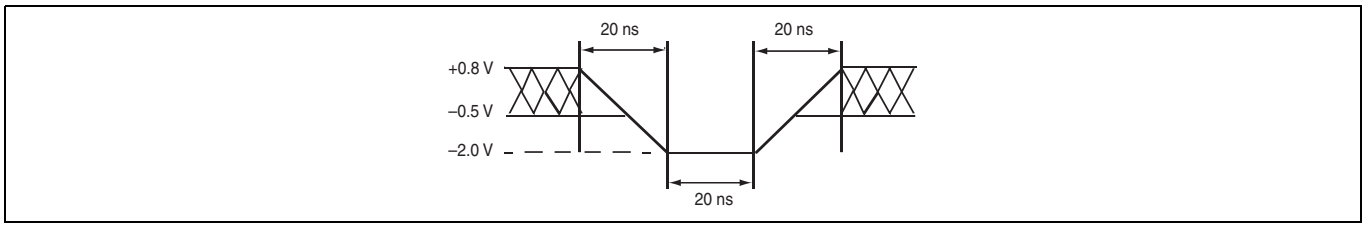

Figure 6-1 Maximum Negative Overshoot Waveform
1. Minimum DC voltage on input or I/O pins is –0.5V. During voltage transitions, input at I/O pins may overshoot V_{SS} to –2.0V for periods of up to 20 ns. See Figure 6-1. Maximum DC voltage on output and I/O pins is 3.6V. During voltage transitions output pins may overshoot to V_{CC} + 2.0V for periods up to 20 ns.